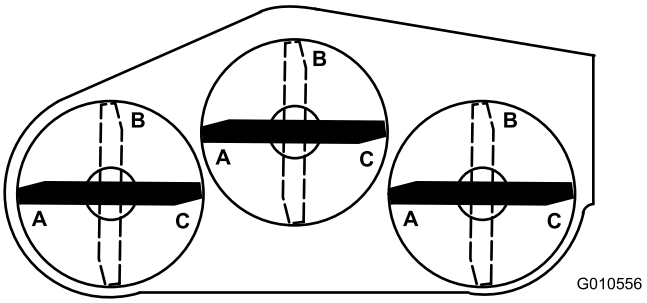
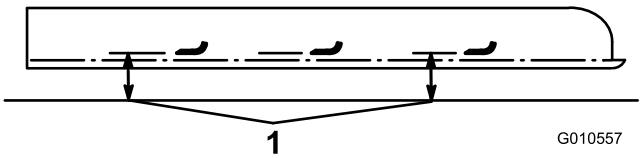

Figur 24
Figur 25
5. Anbring alle 3 skæreknive i positionen A (Figur 24), og mål fra det plane underlag til bunden af hver skæreknivs spids (Figur 25).
6. Skriv afstanden målt i A ned. Drej skæreknivene til positionen B (Figur 24), mål afstanden fra alle skæreknivene til den plane overflade. Skriv dimensionerne ned (Figur 25).
7. Drej skæreknivene til positionen C, mål, og skriv den målte afstand ned (Figur 24 og Figur 25).